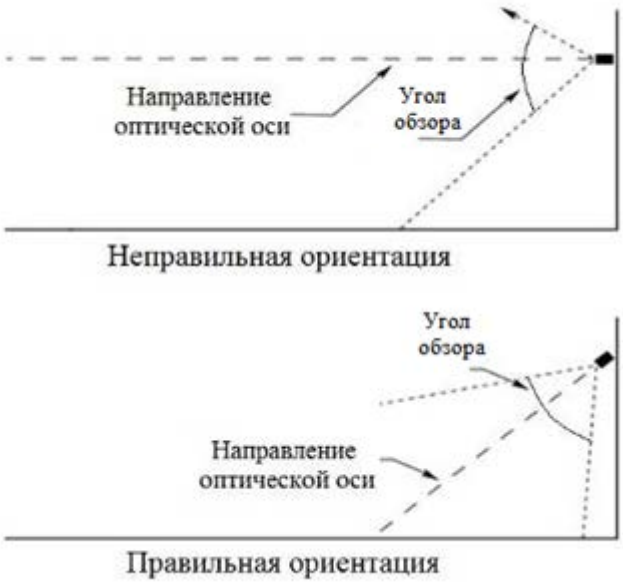

Рисунок 4 – Установка извещателя по отношению к горизонту.
- Извещатель должен быть нацелен на объект по нисходящей под углом к горизонту, по крайней мере, 10 - 20 градусов (см. рис. 4). Такая установка предотвращает скопление влаги на смотровом окне.